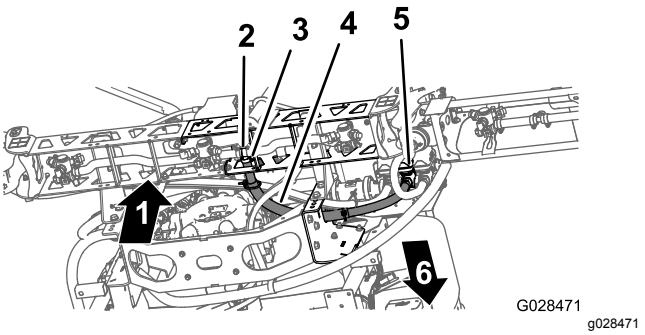

**Figur 34**
1. Trekk den midtre bomseksjonsslangen som vist i Figur 34.
midtre bomseksjonen, og fest slangen med en slangeklemme (Figur 34).